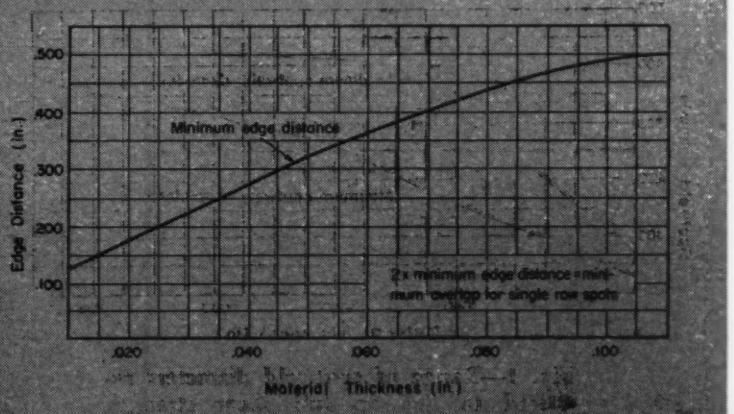

Fig. 4 — Minimum edge distance necessary for full strength welds
Edge Distance: This is the distance from the center of the spot to the edge of the material. Correct edge distance is required for two reasons: (1) To allow adequate space for electrodes to apply pressure around the entire area where the spotweld is to be formed; and (2) to leave sufficient wrought material around the cast structure of the weld to carry the stresses. The minimum edge distance and the amount of overlap required is shown in Fig. 4. These values will apply only when standard size spotwelds as indicated in *Fig.* 1 are used.